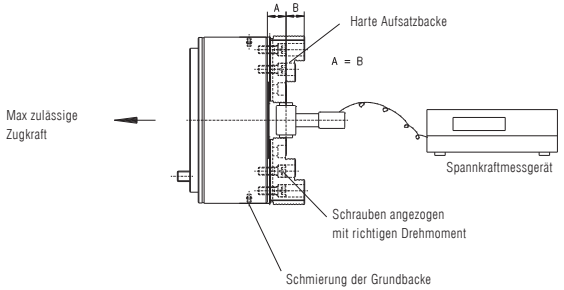

Abb. 5
Die statische Spannkraft ist abhängig von der Schmierung, vom Typ des Fetts, von der Höhe der Aufsatzbacke und weiteren Faktoren. Die Werte in den Tabellen beziehen sich auf folgende Bedingungen (siehe Abb. 5):
1. Bei Original BISON Aufsatzbacken wird der Wert der Spannkraft mit der Hilfe einer Spannkraft-Messdose auf Höhe der Hälfte der Aufsatzbacke (gemessen von der Stirn des Futters bis zu der Oberfläche der Aufsatzbacke), wie in Abb. 5 gezeigt, gemessen.